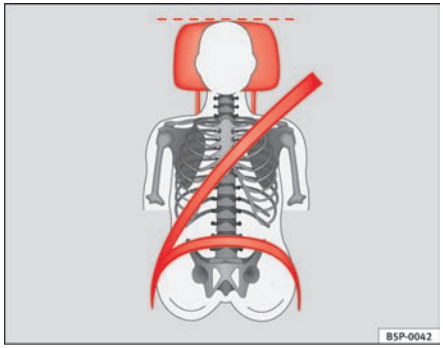
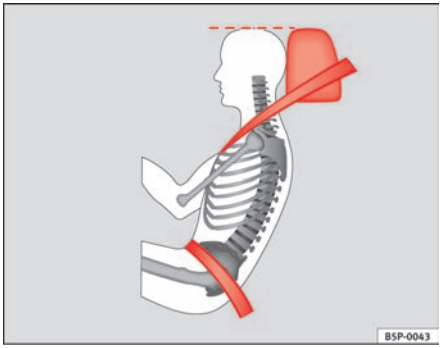

Fig. 88 Front view: head restraints and seat belts correctly adjusted
Fig. 89 Side view: head restraints and seat belts correctly adjusted
– Adjust the head restraint so that its upper edge is at the same level as the top of your head, or as close as possible to the same level as the top of your head and, as a very minimum at eye level ⇒ fig. 88 and ⇒ fig. 89.